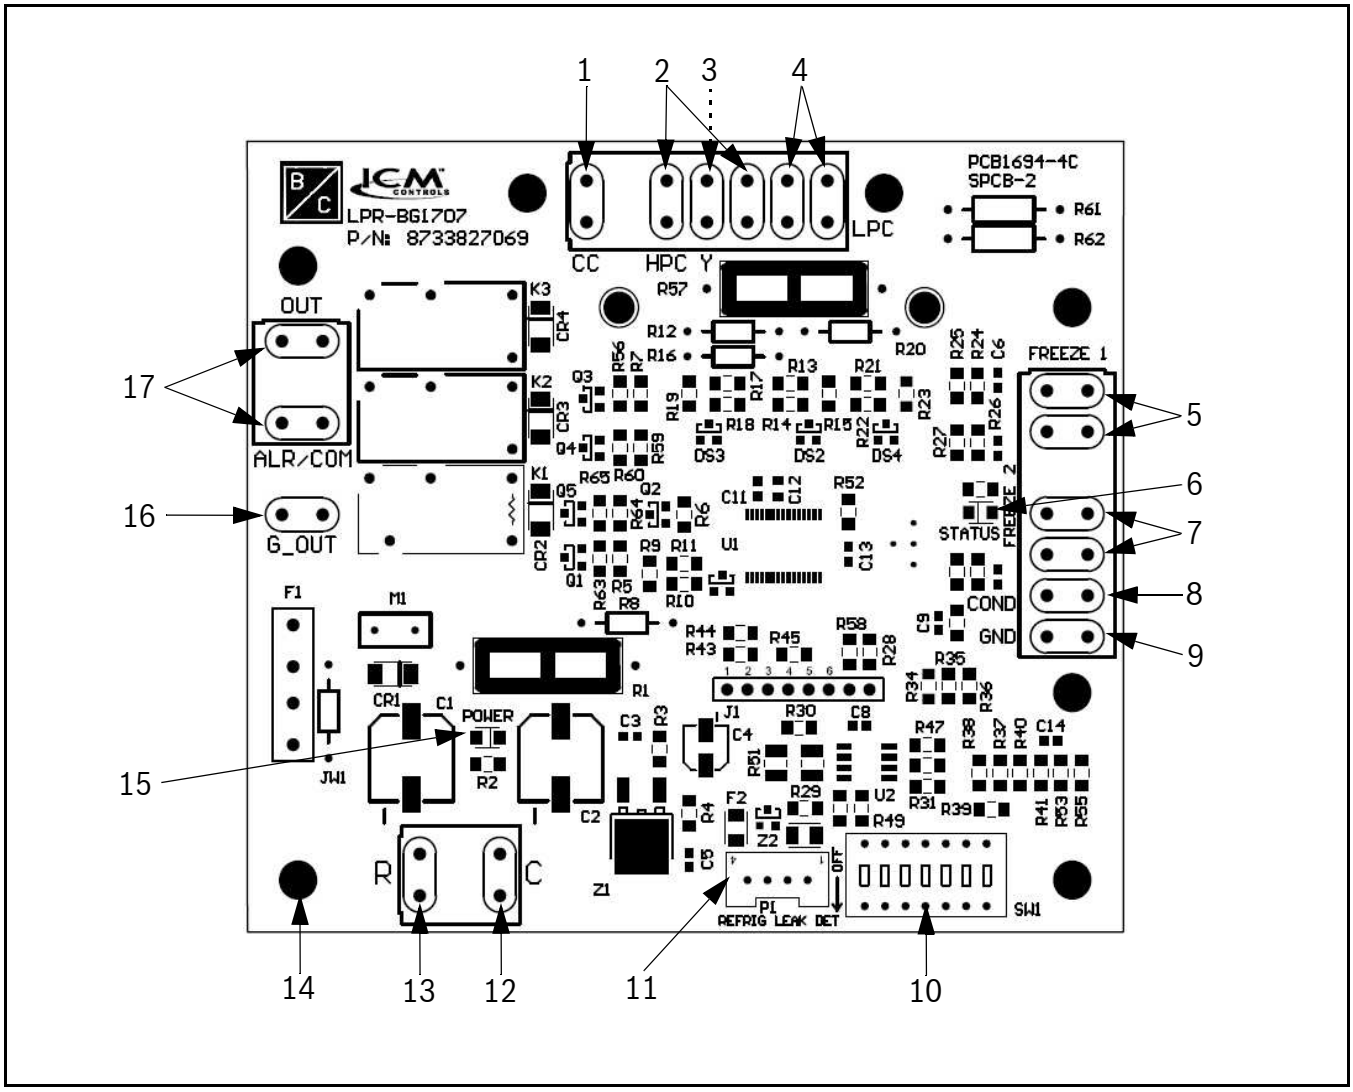
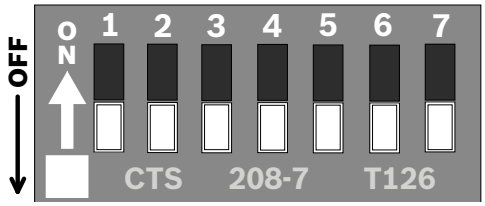

Fig. 17 UPM Controller Board
Fig. 20 UPM Settings DIP Switch (SW1)
- Waterside freeze protection sensor (FREEZE 1), mounted close to condensing water coil (➔Refer to Fig. 18), monitors refrigerant temperature between condensing water coil and thermal expansion valve. If temperature drops below or remains at freeze limit trip for 120 seconds, the controller will shut down the compressor and enter into a soft-lockout condition. The default freeze limit trip is 25°F; however, this can be changed by flipping DIP switch SW1. (➔Refer to Fig. 17, item [10].)(➔Refer to Fig. 20.)
- The condensate overflow protection sensor is located in the drain pan of the unit and connected to the “COND” terminal on the UPM board. (➔Refer to Fig. 17, item [8].)
- **TEST DIP SWITCH:** The DIP switch position “4” controls the Test function. When it is set to “ON,” it will reduce all time delays settings to 10 seconds during troubleshooting or verification of unit operation. (➔Refer to Fig. 17, item [10]) (➔Refer to Fig. 20)
- **MALFUNCTION OUTPUT:** Alarm output is Normally Open (NO) dry contact. If pulse is selected the alarm output will be pulsed. The fault output will depend on the DIP switch setting for "ALARM." (➔Refer to Fig. 17, item [10]) (➔Refer to Fig. 20.) If DIP switch position “3” is set to “ON,” a constant signal will be produced to indicate a fault has occurred and the unit requires inspection to determine the type of fault. If it is set to “OFF," a pulse signal is produced and a fault code is detected by a remote device indicating the fault. (➔For blink code explanation, see Table 9.) The remote device must have a malfunction detection capability when the UPM board is set to "PULSE."
- **FREEZE SENSOR:** The default setting for the freeze limit trip is 25°F (FREEZE 1); however, this can be changed to 15°F by flipping the DIP switch position "5" (➔Refer to Fig. 17, item [10]) (➔Refer to Fig. 20), freeze limit trip should only be changed to 15°F when a closed loop system with appropriate antifreeze mixture is used. **Since Freeze Sensor 2 is dedicated to monitor the load side coil it is recommended to leave the factory default setting on the board.** The UPM controller will constantly monitor the refrigerant temperature with the sensor (FREEZE 1) mounted close to the condensing water coil between the thermal expansion valve and water coil. If temperature drops below or remains at the freeze-limit trip for 120 seconds, the controller will shut the compressor down and enter into a soft-lockout condition. Both the status LED and the alarm contact will be active. The status LED will be active, blinking the fault code. The LED will flash (three times) the code associated with this alarm condition. If this alarm occurs two times (or four if DIP switch position "1" is set to "ON") within an hour the UPM controller will enter into a hard-lockout condition. It will constantly monitor the refrigerant temperature with the sensor (FREEZE 2) mounted close to the air coil between the thermal expansion valve and air coil as shown in Fig. 19. If temperature drops below or remains at the freeze limit trip for 120 seconds, the controller will shut the compressor down and enter into a soft-lockout condition. Both the status LED and the alarm contact will be active. The status LED will be active, blinking the fault code. The LED will flash six times the code associated with this alarm condition. If this alarm occurs two times (or four times if DIP switch position "1" is set to "ON") within an hour the controller will enter into a hard-lockout condition.
(➔Refer to Fig. 17, item [10]) (➔Refer to Fig. 20)
- **PUMP DIP SWITCH:** When DIP switch position "7" is set to "ON" and no Y call has been received in the past 8 hours, the compressor will have a delay of 30 seconds to allow a loop pump to circulate water before compressor starts. (➔Refer to Fig. 17, item [10]) (➔Refer to Fig. 20)